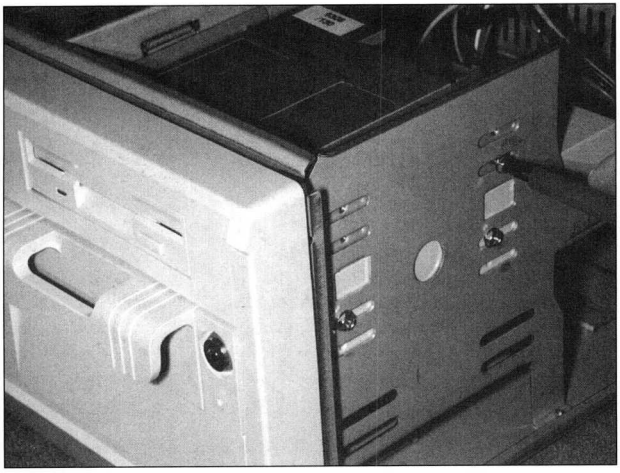

Abb. 12.11: Das Verschrauben des Laufwerks
7. Nun schieben Sie das Laufwerk ganz in den Schacht und verschrauben die Seitenteile, wie Sie es der Abbildung 12.11 entnehmen können.